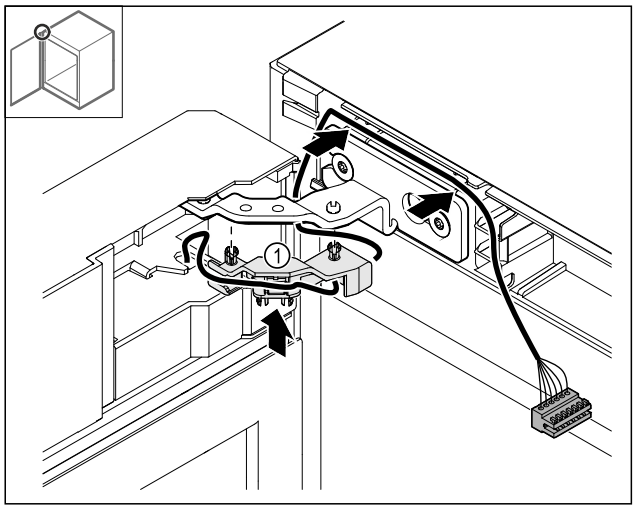

Fig. 48
- ▶ Apăsați suportul de cablu *Fig. 48 (1)* în balama.